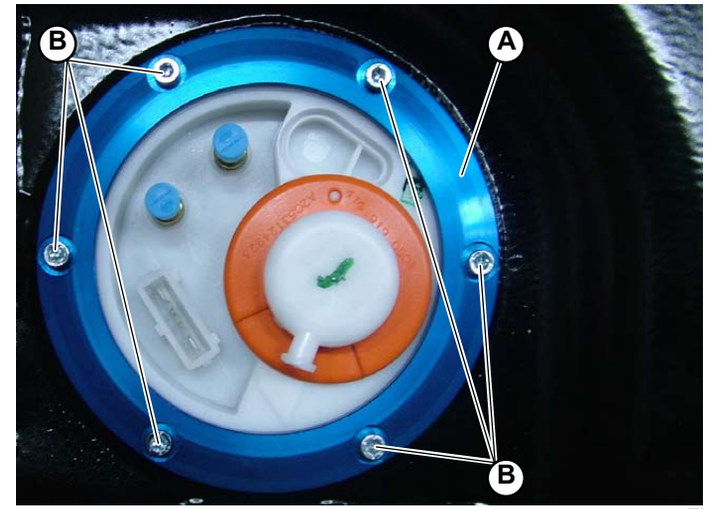

Fig.3
The fuel level indicator is assembled on the right fuel pump (bank 7-12)(**A-Fig.3**).
1. Remove the screws (**B-Fig.3**) securing the fuel pump/level indicator.